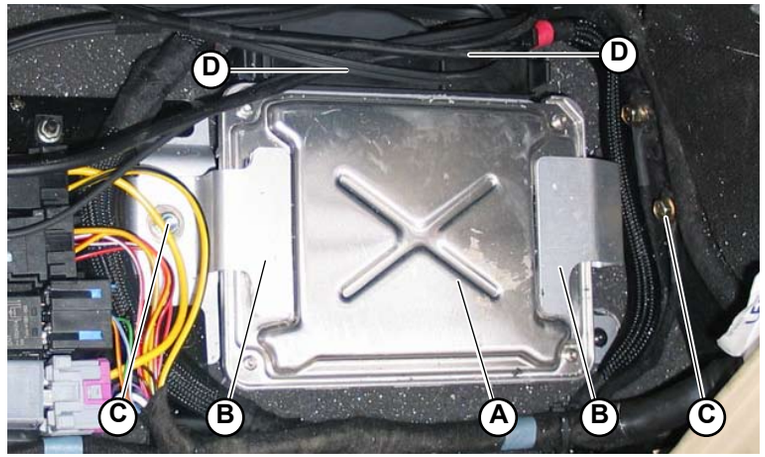

Fig.8
1. To secure the E-Gear control unit (**A-Fig.8**) to the car floor, use the screws (**C-Fig.8**) to secure the 2 fixing brackets (**B-Fig.8**).
2. Connect the 2 connections (**D-Fig.8**).